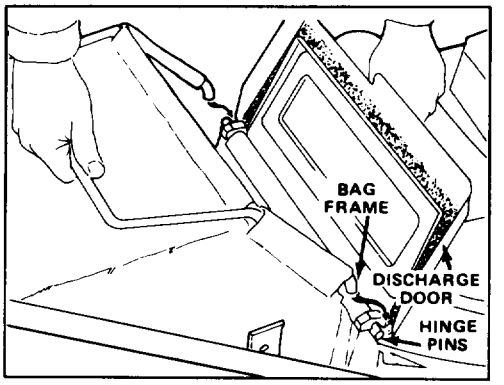
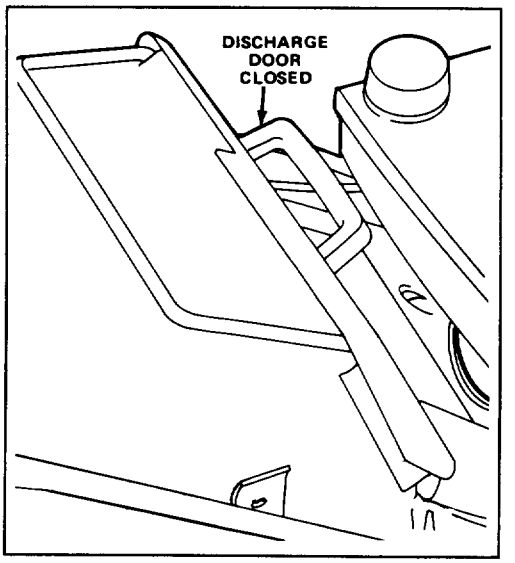

Figure 2
Figure 3
5. To install grass bag, raise discharge door and hook bag frame onto hinge pins (Fig. 2). Allow bag to rest on mower housing over discharge opening. Close door and make sure it seals around top of bag opening (Fig. 3).